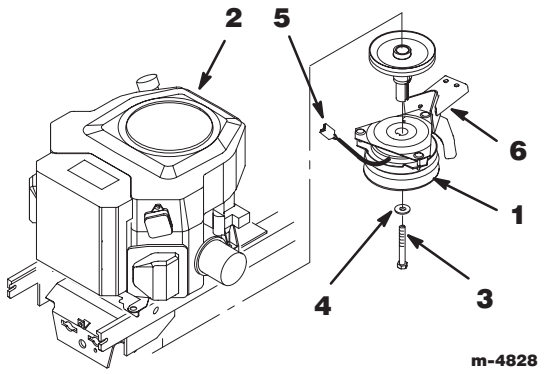
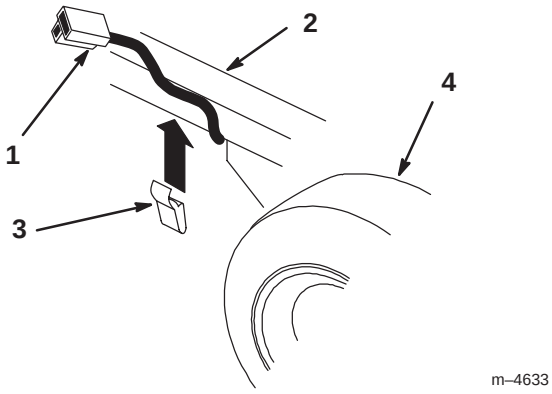

Figure 7
Figure 8
11. Unplug clutch wire terminal from tractor wire harness and remove retainer clip (Fig 8). Remove center retaining bolt and washer then slide double pulley clutch off shaft (Fig. 7).
12. Position clutch so wire points toward right front of tractor and point of triangle is in captured up-stop. Align key in clutch with keyway and slide single pulley clutch onto shaft (Fig. 7). Secure with thread locking compound on threads of previously removed hardware.
14. Install retainer clip and clutch plug–in to right side of frame as shown in figure 8. Make sure there is no slack in plug–in wire between clutch and retainer clip.
15. Plug clutch plug–in into terminal of tractor wire harness (Fig.7).